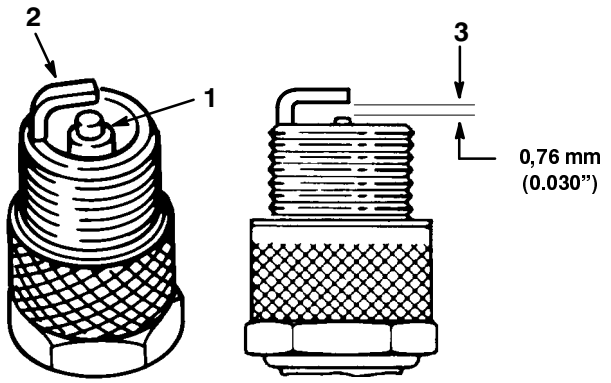

Figure 14
1. Inspecter le centre de la bougie (Fig. 14). Si le bec de l'isolateur est recouvert d'un léger dépôt gris-brun, le moteur fonctionne correctement. S'il est couvert d'un dépôt noir, c'est généralement signe que le filtre à air est encrassé.
2. Contrôler l'écartement entre l'électrode centrale et l'électrode latérale (Fig. 14). Courber l'électrode latérale (Fig. 14) si l'écartement est incorrect.